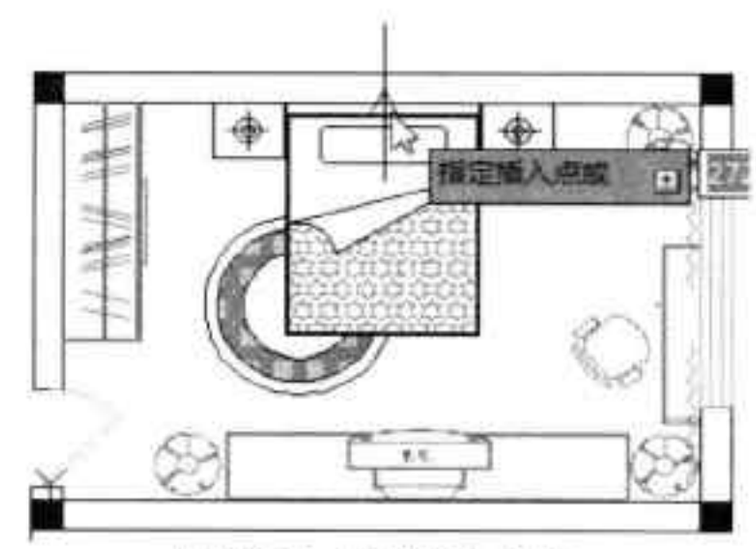

图7-82 选择插入基点
Step16 在打开的对话框中，选中刚绘制的床图块，并单击“确定”按钮，然后在绘图区中指定床图块的插入点，如图 7-82 所示。